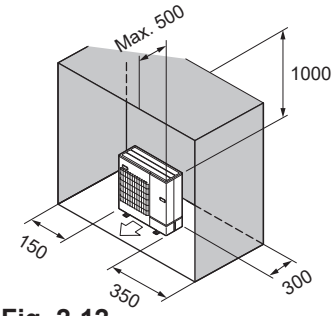

Fig. 2-12
(6) Obstacles uniquement à l’arrière, sur les côtés et au-dessus (Fig. 2-12)